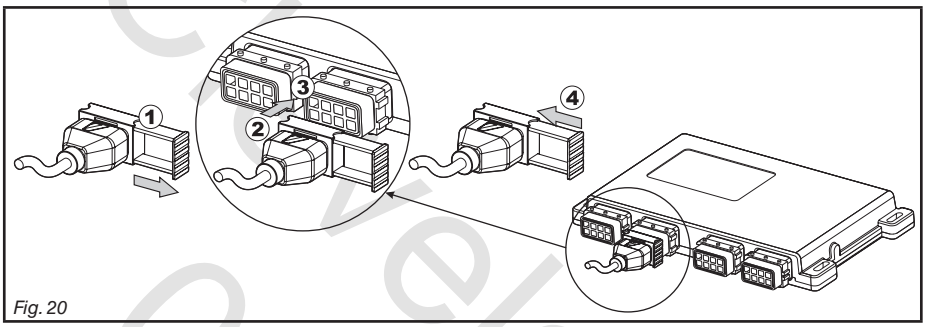

Fig. 20
- Open the connector rail (**1,** Fig. 20).